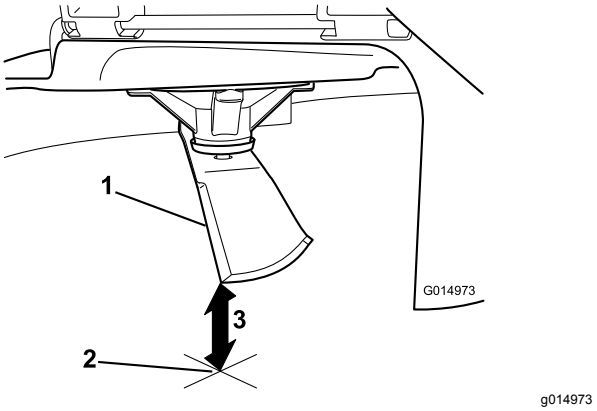

Figur 64
3. Mät från knivspetsen till den plana ytan (Figur 64).